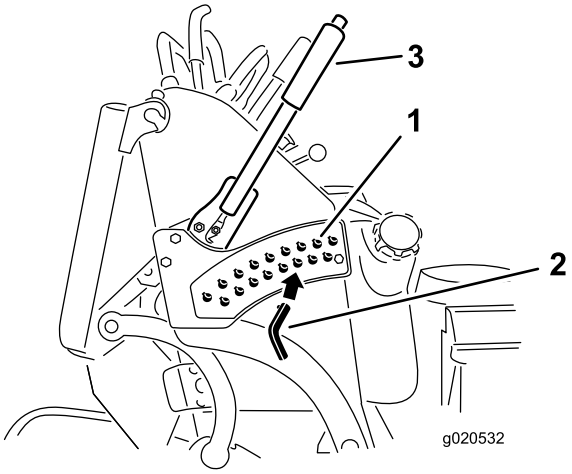

**Figur 28**
3. Velg det hullet i klippehøydebraketten som svarer til ønsket klippehøyde, og sett inn pinnen (Figur 28).
4. Skyv knappen til toppen og senk klippehøydespaken til stiften (Figur 28).